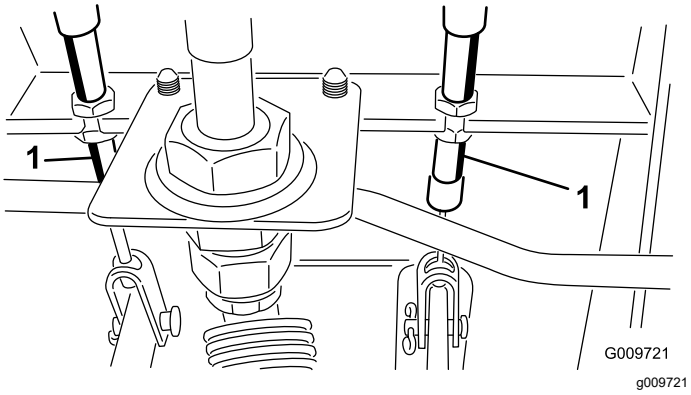

**Figur 115**
A. Løsne den fremre mutteren på gjengeenden på bremsekabelen (Figur 115).